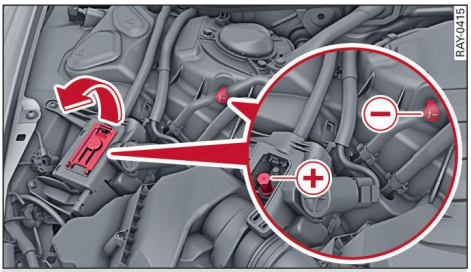

Fig. 164 Engine compartment: Terminals for jump leads or battery charger
- Open the cap on the positive terminal ⇨ *Fig. 164*.